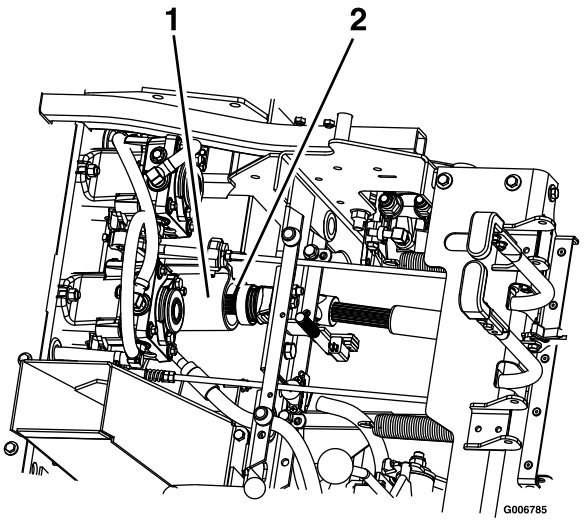

Figuur 78
8. Ontgrendel de stoel en koppel de aandrijfas los met de snelkoppeling bij de omloopas (Figuur 78).
4. Monteer de I-aandrijfas op de omloopas (Figuur 78).